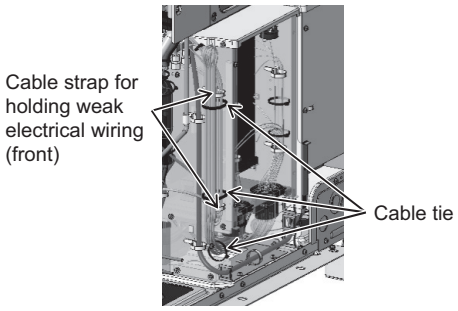

Figure 7
(10) Cut the three cable ties and loosen the two cable straps holding the weak electrical wiring outside the main control box. (See Figure 7.)